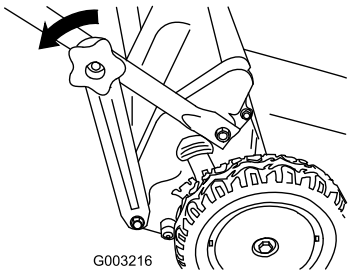

**Figuur 13**
1. Verwijder de knoppen van de onderste handgreep, waarmee de beugels van de handgreep zijn bevestigd aan de uiteinden van de onderste handgreep (Figuur 13).